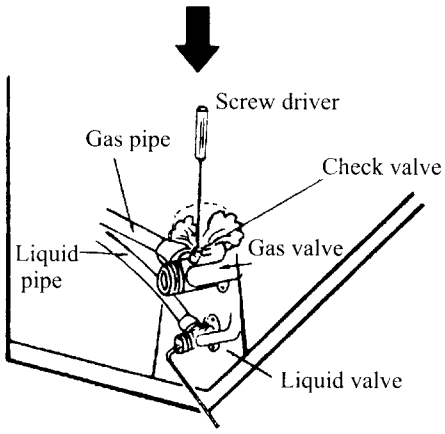

Fig 104
(1) Put the outdoor pipe in order, if there is surplus pipe length, you canwind it around the unit and fix it properly.
(2) Remove bonnet of the stop valve.
(3) Match center of pipe with center of check valve joint, screw the joint nut with hand for several circles, and then tighten the cone nut properly with wrench.
(4) Remove check valve bonnet of the liquid valve and the gas valve.
(5) Release the spool of liquid valve with an inner-hexagon spanner, at the same time press the check valve spool of the gas valve with a screw-driver bit to exhaust.
(6) Keep on exhausting for about 15 seconds, and after refrigerant gas comes out, shut the check valve and fasten the bonnet.
(7) Fully open spool of the liquid valve and the gas valve (see Fig. 104).
(8) Fasten the valve bonnet, and then check with soap water or leak-detector to see if there is leaking in the connection between the pipe and the outdoor unit.